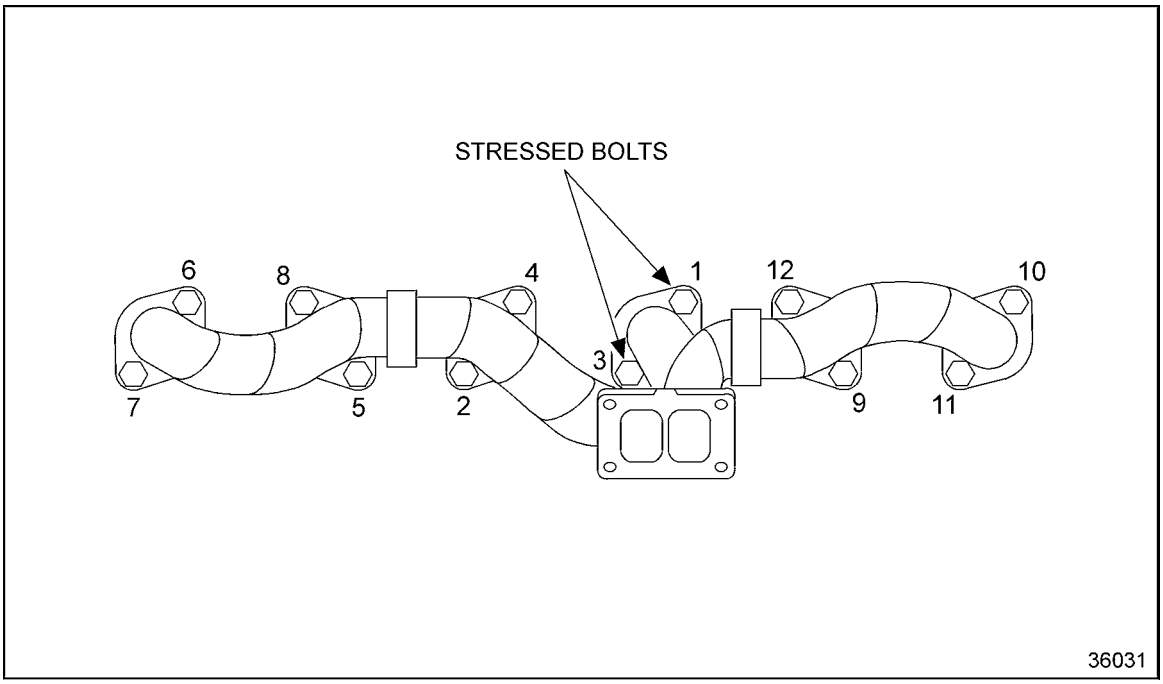

Figure 7-11 Wrapped Manifold Bolt Torque Sequence
8. Torque the bolts to 58-73 N·m (43-54 lb·ft) using the tightening sequence. See Figure 7-10. For a wrapped exhaust manifold see Figure 7-11.